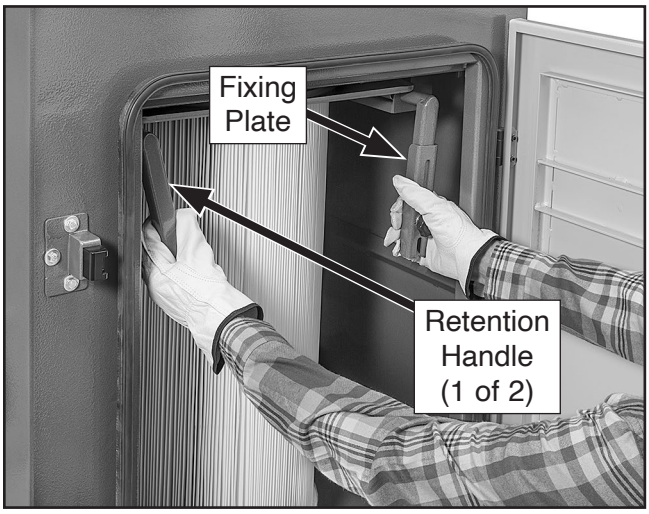

Figure 37. Rotating handles.
4. Slide fixing plate to right, then rotate both handles down (see **Figure 37**) to release canister filter.